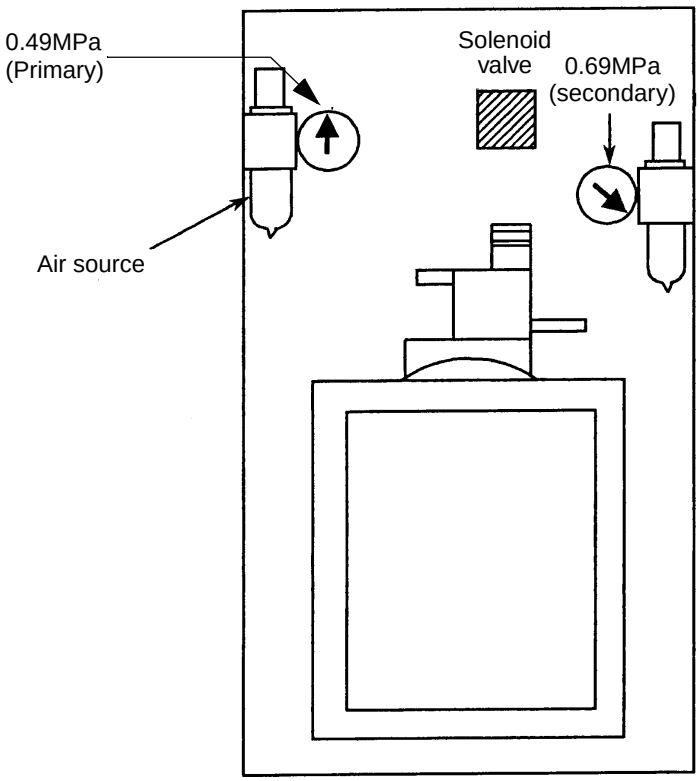

Figure A4-1 Air Control Panel Unit (Front View)
(1) Close the front stage regulator unit valves as shown in Figure A4-1.
(2) Open the rear stage regulator unit drain valves as shown in Figure A4-1.